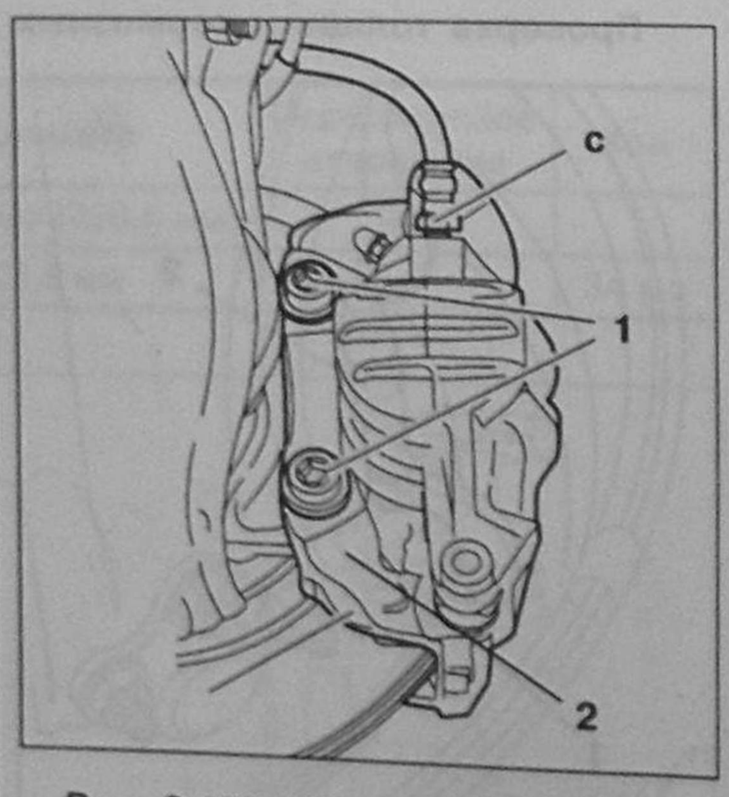

Рис. 9.155. Снятие и установка суппорта дисковых тормозов:
5. Отсоедините штуцер **c** (рис. 9.155).